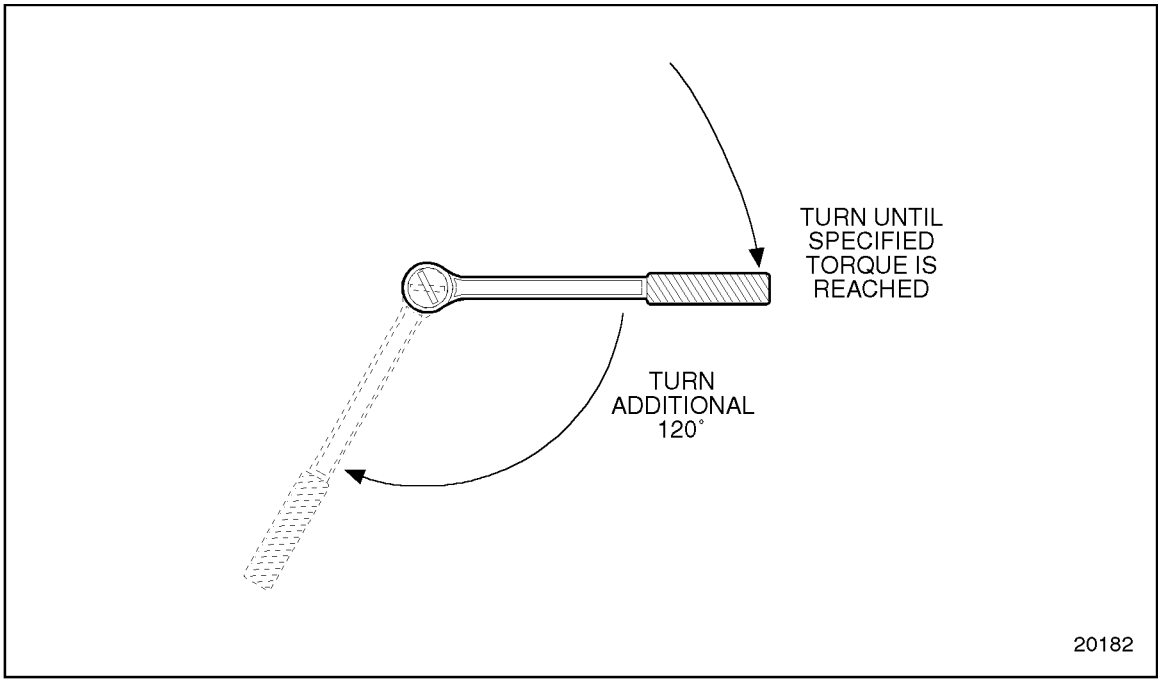

Figure 1-248 Torque Turn Limits
8. Turn the bolts an additional 120 degrees, or 2 flats on a six-point bolt. See Figure 1-248.